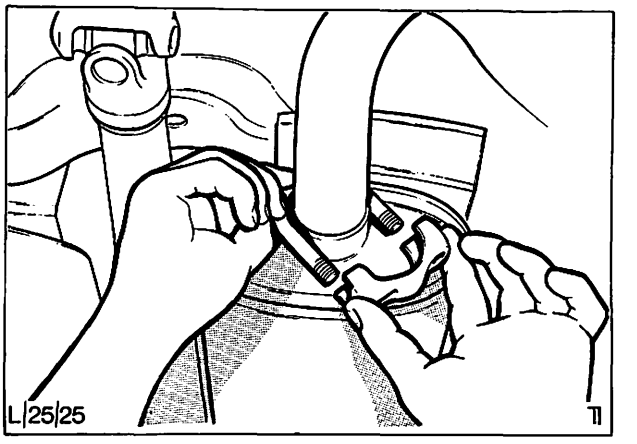

Abb. 29 Einbau der Klemmschelle
7. Bei Fahrzeugen mit OHC-, Diesel- oder V6-Motor, Vorderrohr ausrichten und in den Vorschalldämpfer schieben, Abb. 29. Zur gasdichten Verbindung Auspuffdichtmittel verwenden!